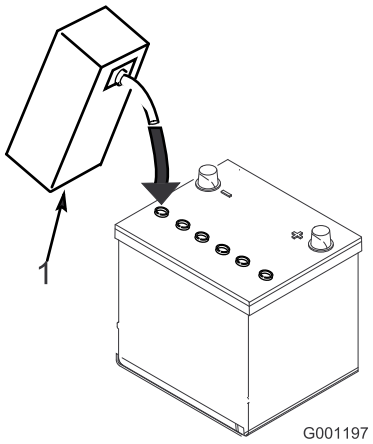

Bild 4
3. Füllen Sie vorsichtig Elektrolyt in jede Zelle ein, bis die Platten ungefähr mit 6 mm Flüssigkeit bedeckt sind (Bild 4).
4. Lassen Sie die Elektrolytflüssigkeit für 20 bis 30 Minuten in die Platten durchtränken. Füllen Sie nach Bedarf auf, um den Elektrolytstand auf ungefähr 6 mm unter den Einfüllstutzen anzuheben (Bild 4).